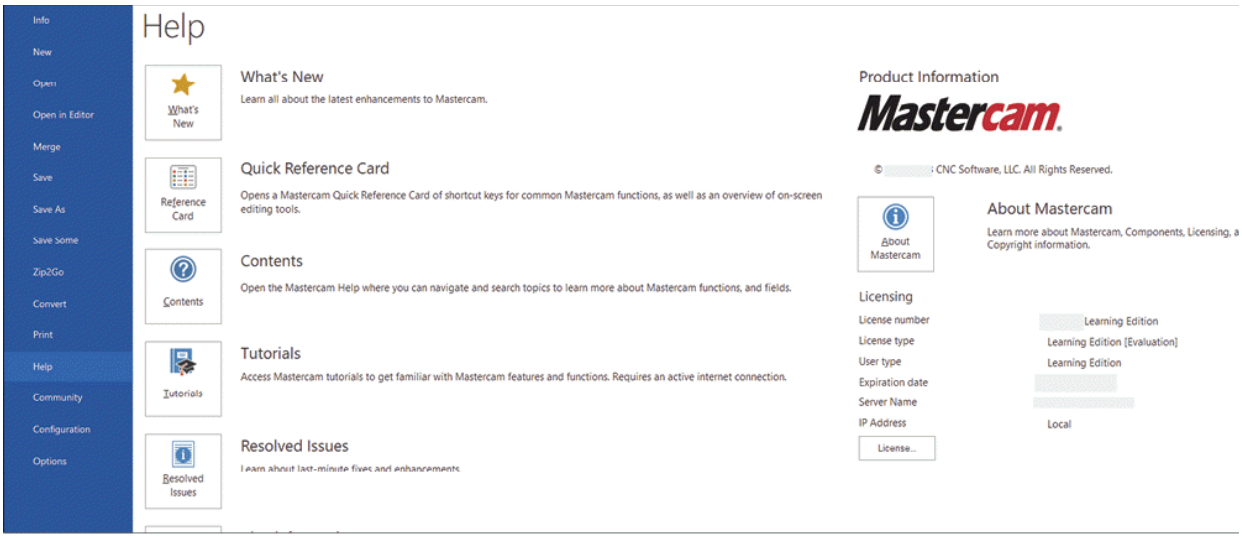

Figure-72. Help cascading menu
- Click on the **Help** menu to access help resources. The options to access help content from Mastercam website will be displayed along with licensing information of software; refer to Figure-72.